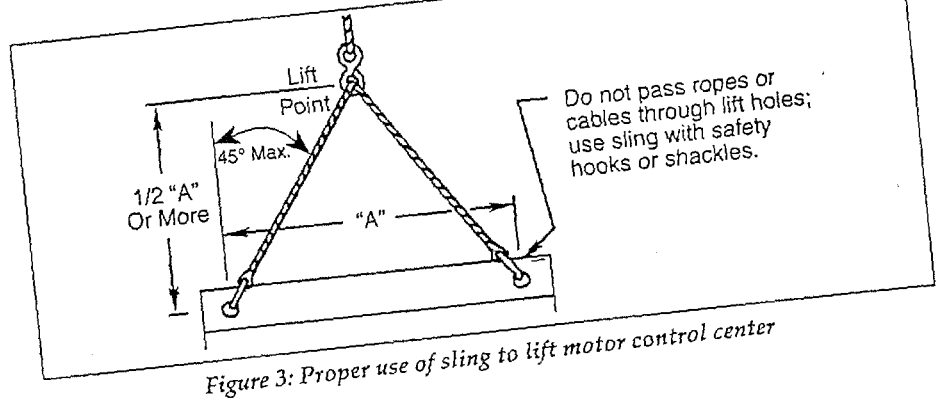

Figure 3: Proper use of sling to lift motor control center
c. Do not exceed the 45° maximum angle between the vertical and lifting cables (figure 3).